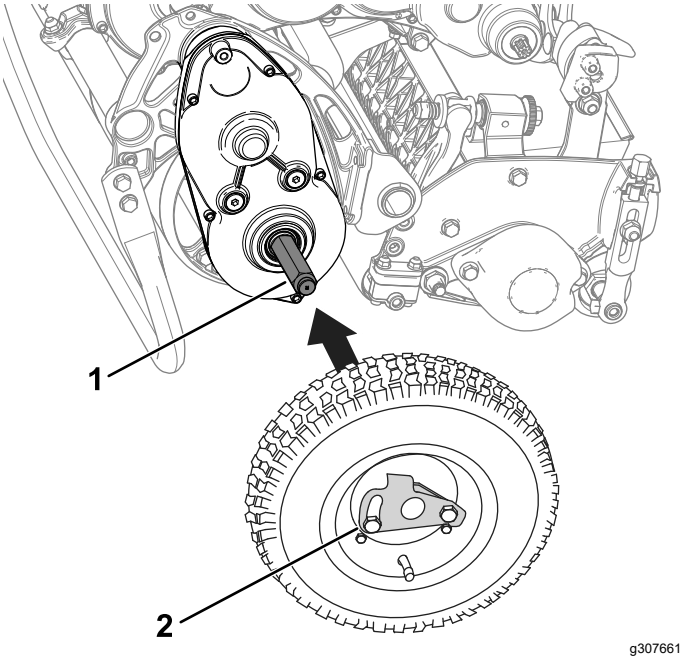

Figur 16
2. Skjut på ett hjul på en axel (Figur 16).
3. Vrid bort hjullåsklämman (Figur 16) från hjulets mitt så att det kan glida längre in på axeln.